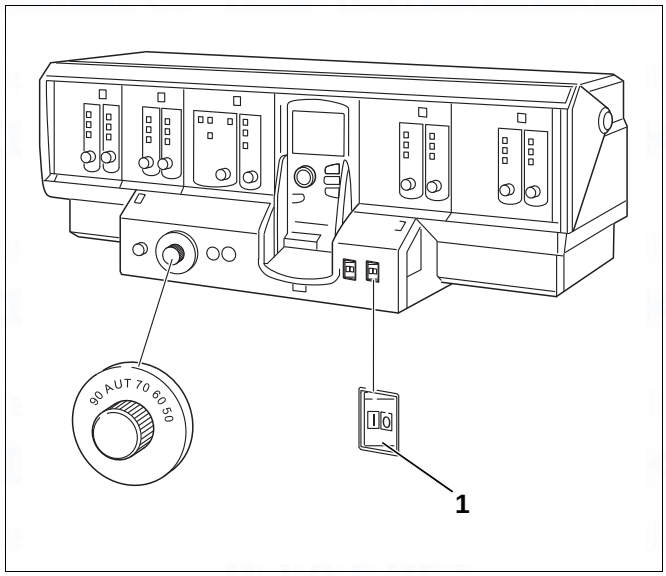

Fig. 70 Logamatic 4311 shown as example
- Put the main power switch (Fig. 70, [1]) on the control panel in position "0".